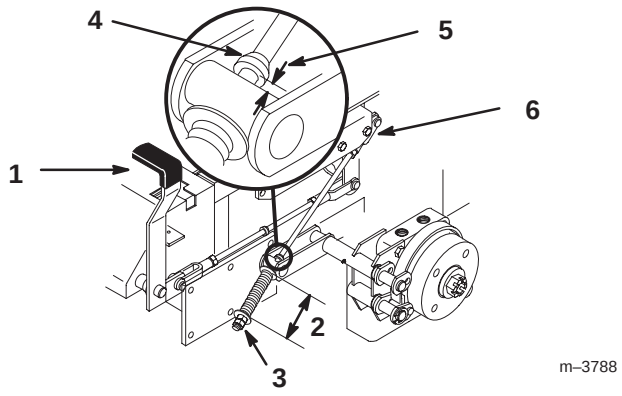

Figure 73
2. Measure the length of the spring. The measurement should be 2-3/4 inch (70 mm) between the washers (Fig. 73).
3. If an adjustment is necessary, loosen the jam nut below the spring and tighten the nut directly below the yoke (Fig. 73). Turn the nut until the correct measurement is obtained. Tighten the two nuts together and repeat on the opposite side of the unit.
6. Measure the distance between the trunnion roller and the collar on the brake rod. The measurement should be 3/16–1/4 inch (5–7 mm) (Fig. 73).
7. If an adjustment is necessary, loosen the jam nut directly below the yoke. Turn the bottom rod until the correct measurement is obtained (Fig. 73). Tighten the jam nut at the yoke.